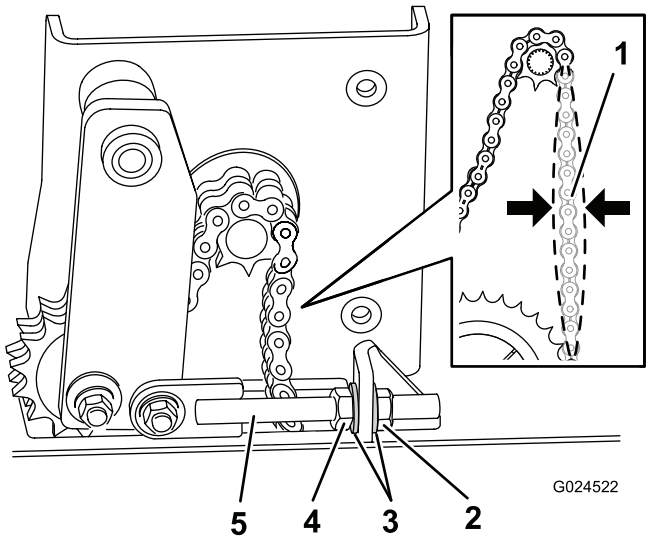

Figur 23
2. Lossa på låsmuttern på spännstången (Figur 23).
3. Justera spänningen på följande sätt (Figur 23):